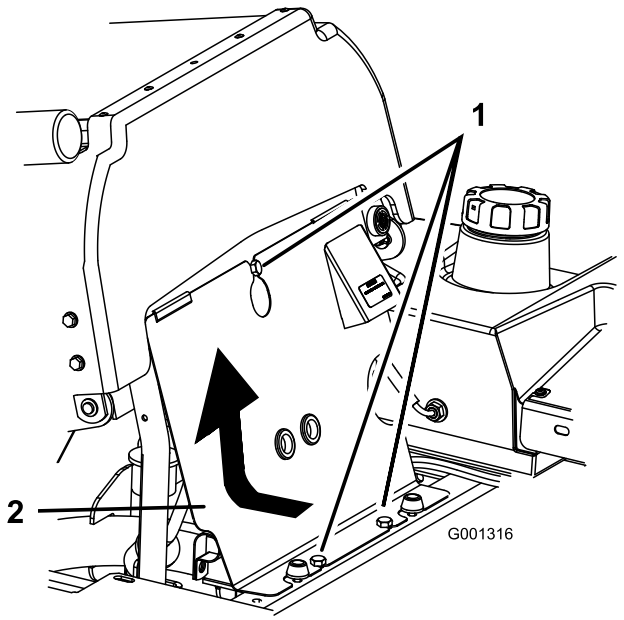

Figura 61
3. Incline el asiento hacia adelante, afloje los pernos y retire el panel delantero del motor (Figura 61).